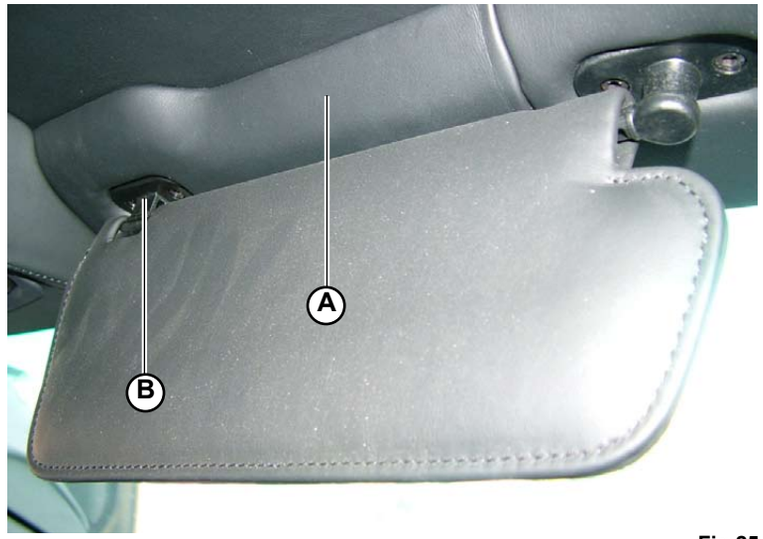

Fig.25
1. Prize up the edge of the 2 front cross members (**A-Fig.25**) to release the finned anchors securing them from their housings (the 2 front cross members are also held in place by the sun visor's hooks (**B-Fig.25**)).